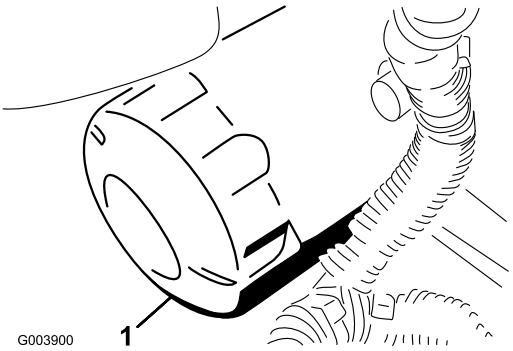

Figur 53
3. Fjern oliefilteret (Figur 53).